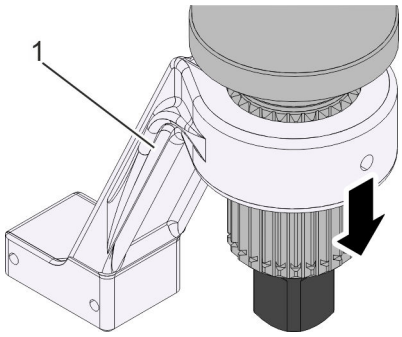

Abb. 17: Reaktionsarm demontieren
2. Reaktionsarm demontieren. Hierfür zunächst den Sprengring entfernen und den Reaktionsarm (Abb. 17/1) nach unten herausschieben.